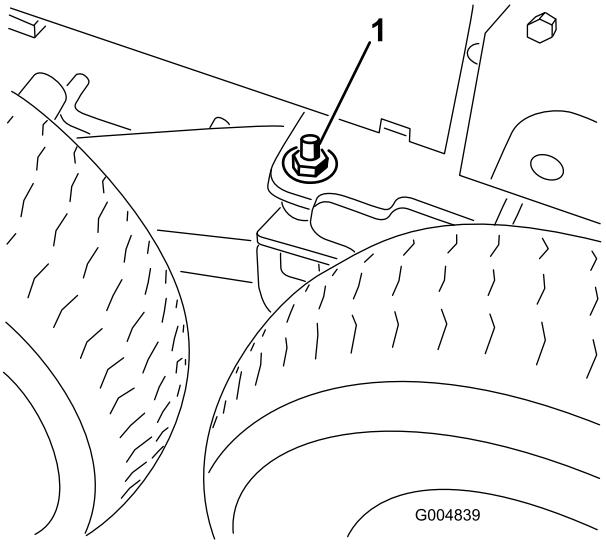

Figur 41
2. Fjern den flade spændeskive (1/2 tomme) og møtrik (1/2 tomme), der sidder på tappen på hvert bogiedrejeled (Figur 41).